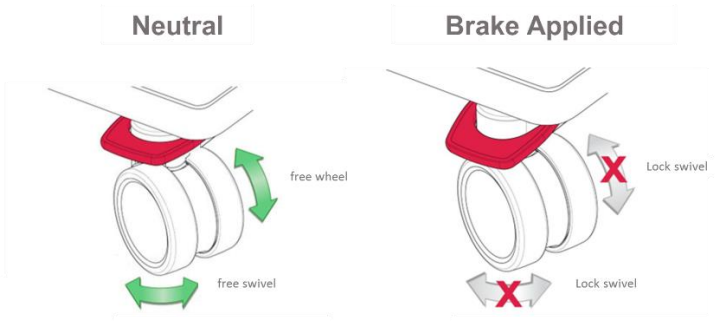

Figure 7. Electric Castors Pedal Positions.
If the 2160 Zircon couch is provided with electric castors with Automatic Locking System (ALS). The wheels supplied with your Zircon have a pedal with three positions: Steer locking (UP), Neutral (MIDDLE) and Locked (DOWN). See **Figure 7**.